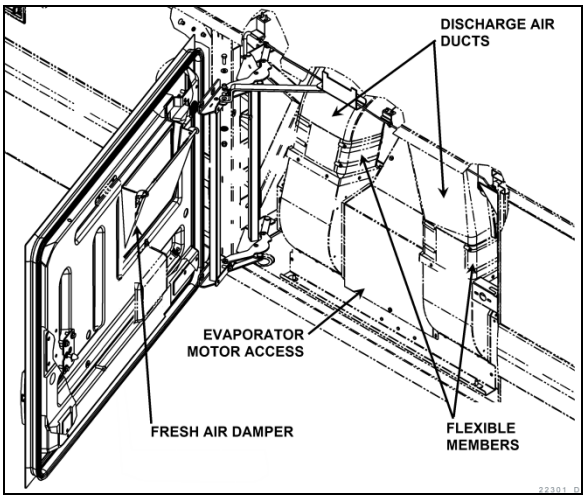

**FIGURE 83: X3 SERIES PASSENGERS' AREA FRESH AIR DAMPER**
- X3 Series - On the evaporator compartment door (Figure 83).